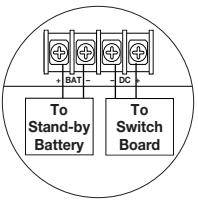

Fig. 2
4. **Battery Backup** (if desired): Connect one (1) 12V $LiFePO_4$ **(Lithium Iron Phosphate)** battery to terminals marked [+ BAT –] *(Fig. 2, pg. 4)*, carefully observing polarity.